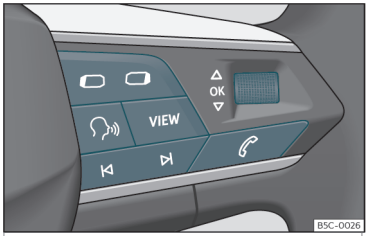

Fig. 62 Partea dreaptă a volanului multifuncțional: butoanele de accesare a meniurilor și afișajelor de informare de pe panoul de instrumente.
Cât timp este activ avertismentul de prioritate 1››› pagina 74, nu va fi posibilă accesarea unui meniu. Unele avertizări pot fi confirmate și ascunse cu ajutorul butonului **OK** de pe volanul multifuncțional››› **fig. 62**.
- Dacă se afișează un mesaj sau simbolul unui automobil, apăsați butonul **OK**››› **fig. 62**; dacă este cazul, apăsați-l de mai multe ori.
- Pentru a schimba meniurile, utilizați butonul ⮌ sau ⮎››› **fig. 62**.
- Pentru a deschide meniul sau informațiile afișate, apăsați butonul **OK**››› **fig. 62** sau așteptați câteva secunde, până când meniul sau afișajul informativ se deschide automat.
- În meniul afișat, acționați butonul rotativ dreapta de pe volanul multifuncțional››› **fig. 62**, până când este evidențiată opțiunea dorită din meniu. Opțiunea apare încadrată.
- Apăsați butonul **OK**››› **fig. 62**, pentru a face modificările necesare. O bifă indică faptul că sistemul sau funcția este activată.